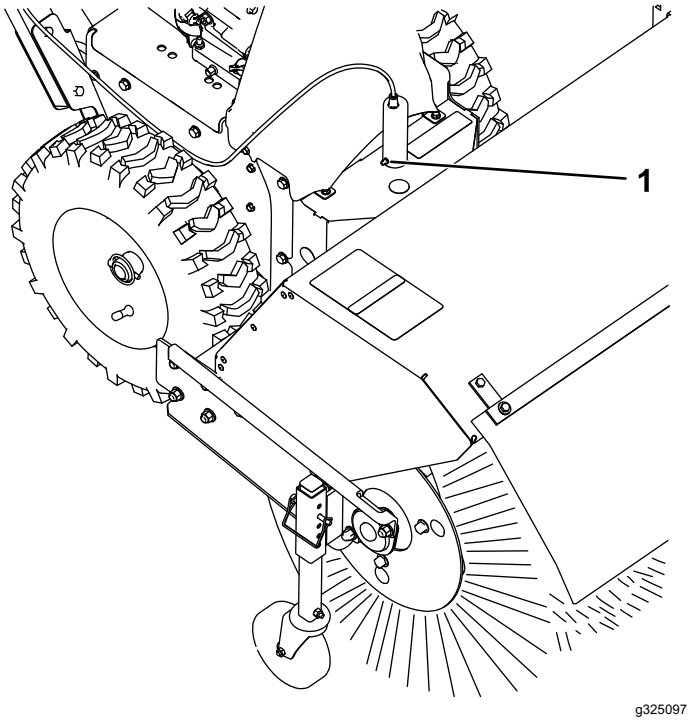

Figur 23
1. Smør børstevinkellåsepinnen med nr. 2 litiumsmørefett (Figur 23).